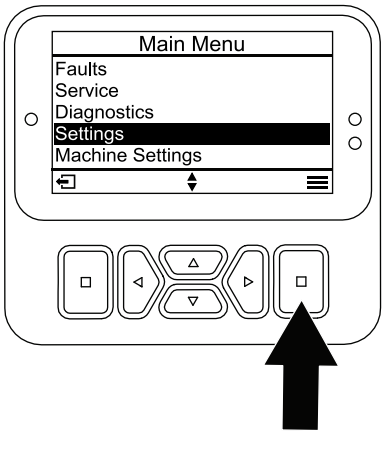

Figur 20
1. Från HUVUDMENYN bläddrar du ner till menyn INSTÄLLNINGAR och trycker på välja-knappen (Figur 20).